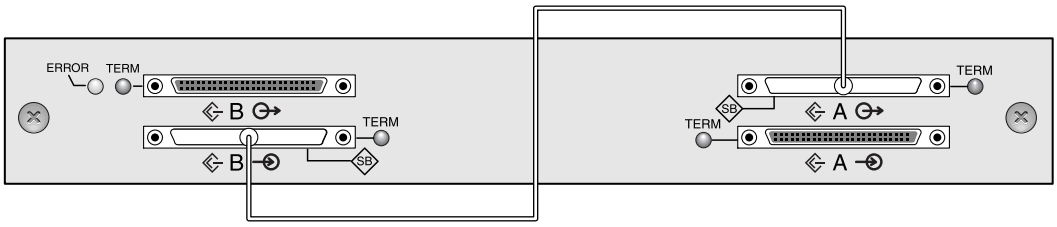

Figure 4-11 Required Jumper Cabling for a Single-Bus Expansion Unit
2. To configure an expansion unit as a single-bus configuration, connect the SCSI jumper cable between SCSI ports (lower left and upper right ports), as shown in Figure 4-11. Tighten the cable jack screws with six full clockwise turns to ensure proper connection and operation.